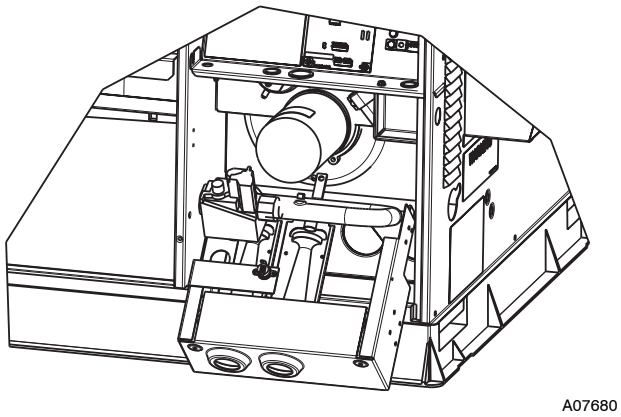

**Fig. 22 - Burner Rack Removed**
3. Slide the assembly out of the unit. (See Fig. 22). Clean the blower wheel. If additional cleaning is required, continue with Steps 4 and 5.